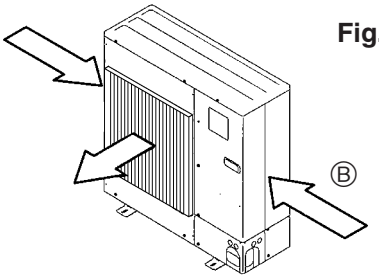

Fig. 2-5
③ Se possibile, posizionare l'unità in modo che la bocca di uscita soffi perpendicolarmente alla direzione del vento stagionale. (Fig. 2-5)